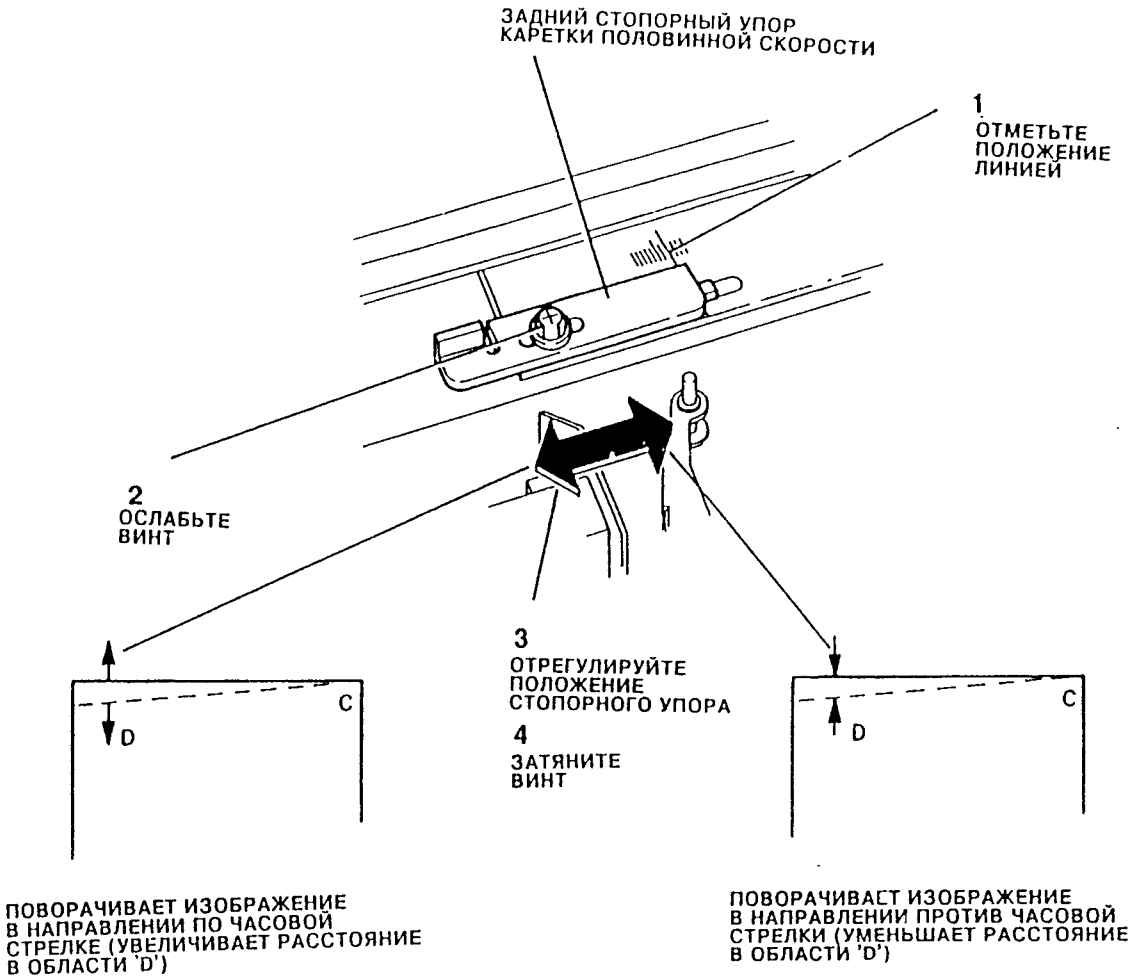

Рис. 3. Регулировка перекоса верхней кромки.
2. Отрегулируйте положение заднего стопорного упора каретки половинной скорости так, чтобы устранить перекос верхней кромки (смотрите Рис. 3).